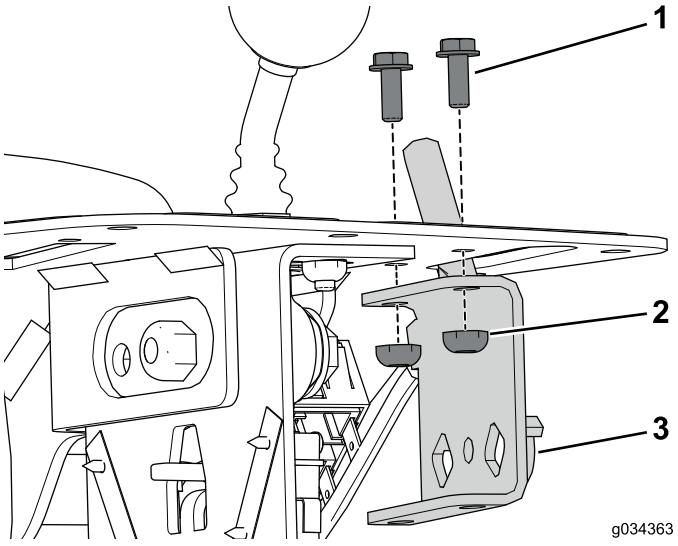

Рисунок 3
2. Снимите и удалите в отходы два болта и две контргайки, которые крепят дроссельную заслонку в сборе к узлу консоли (Рисунок 3).